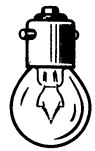

Рис. 167
59. Почему электролампы транспортных машин (рис. 167) имеют цоколь со штырьками, а не с резьбой, как большинство ламп?